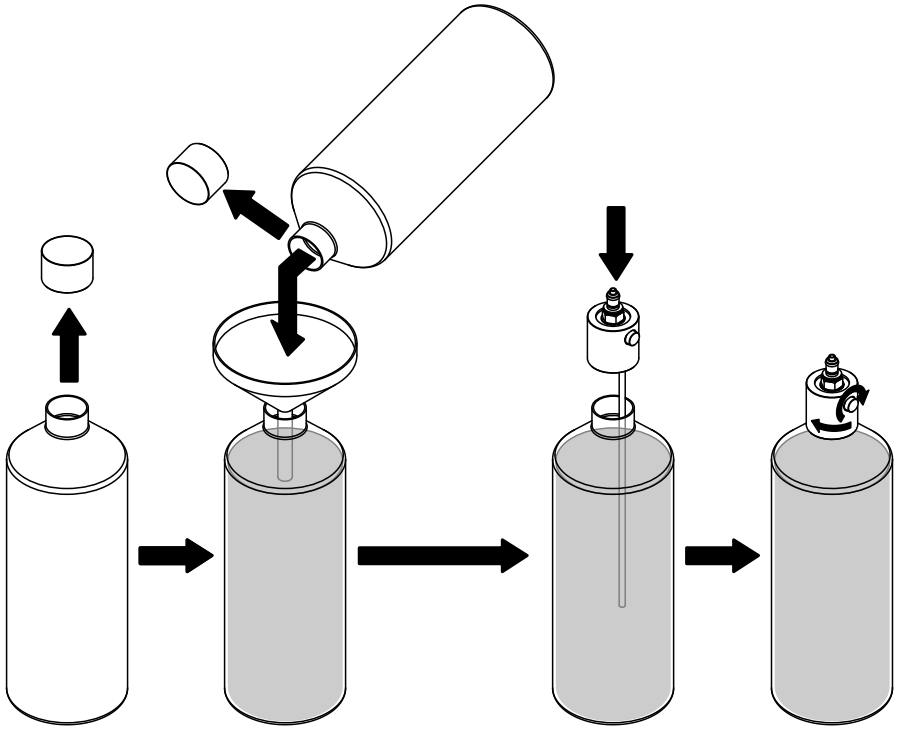

Abb. 21: Desinfektionsmittel in die transparente Flasche füllen und Spezialdeckel aufschrauben
a. Entfernen Sie den Deckel von der Flasche mit Desinfektionsmittel (von Condair geliefert). Füllen Sie mit Hilfe des Trichters das Desinfektionsmittel vorsichtig in die mitgelieferte transparente Flasche. Schrauben Sie den Spezialdeckel mit dem Schnellverschluss auf (siehe *Abb. 21*). Stellen Sie sicher, dass der Deckel fest und nicht verkantet auf der Flasche sitzt und die silberne Rändelschraube auf der Seite des Spezialdeckels angezogen ist.